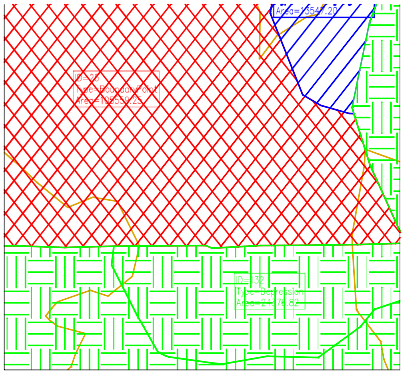

Figure 4-41 *The watershed tag for the given watershed*
9. Zoom in to view the watershed tag in each area, refer to Figure 4-41. The watershed tag displays the ID, type, and area of the watershed.